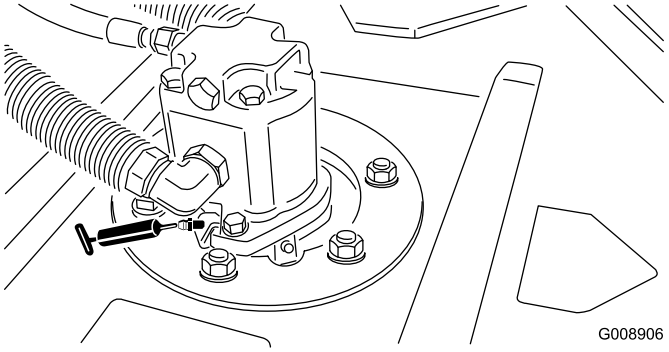

Figuur 41
- Lagers van spilas van maaidek (1 per maaidek) (Figuur 41)